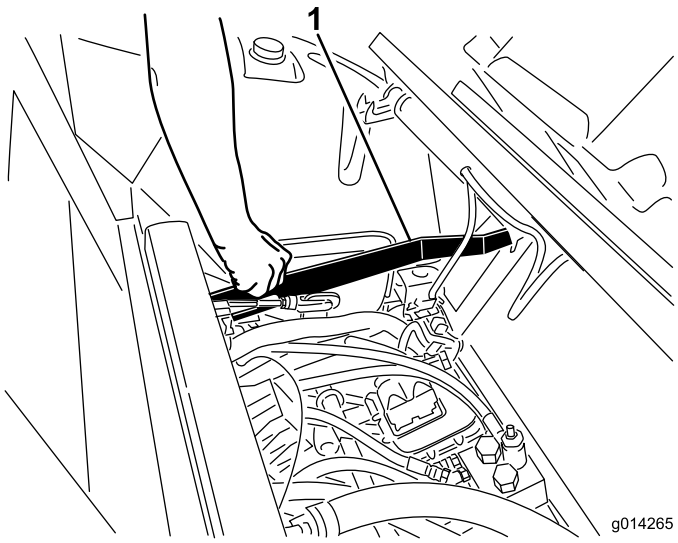

Figura 13
1. Tire hacia arriba de la barra de liberación del cierre del asiento y baje el asiento a la posición de bloqueado (Figura 13).